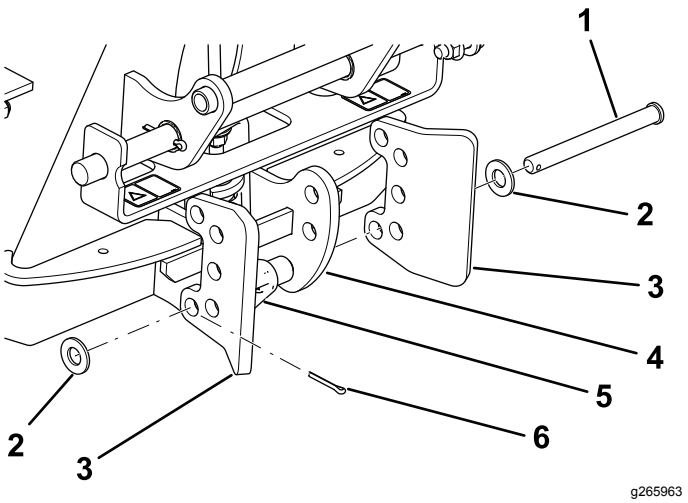
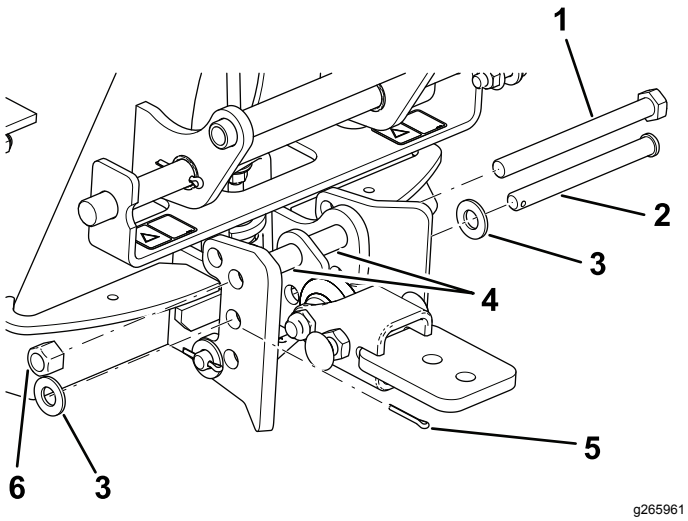

Figura 8
Figura 9
2. Conecte el conjunto de enganche de bola al adaptador, tal y como se muestra en la Figura 8 y en la Figura 9.